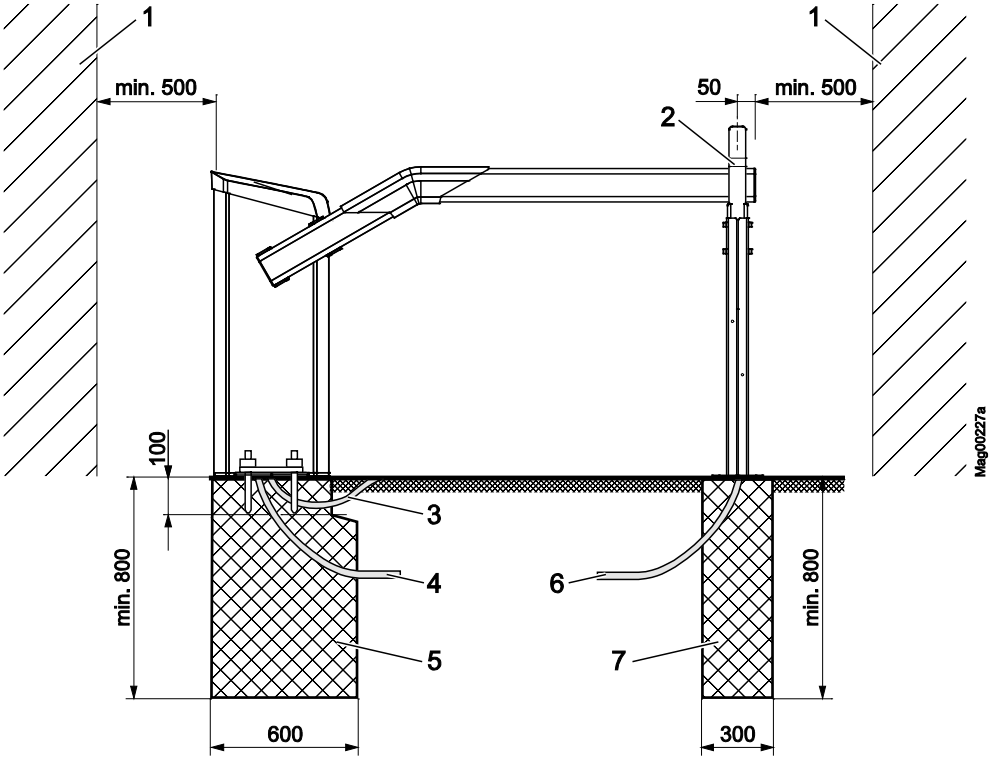
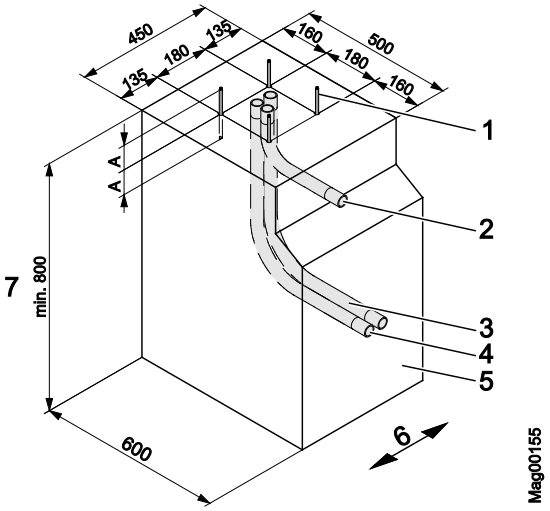
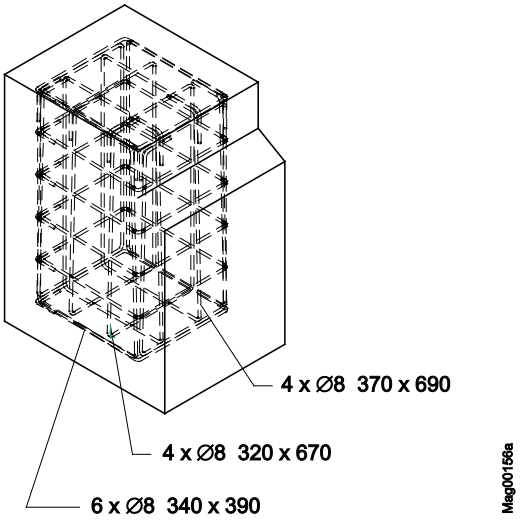
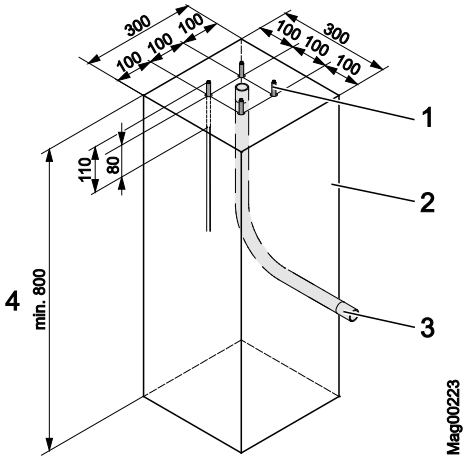

Abb. 13: Montage Schrankenanlage, hier dargestellt für Schrankentyp "Access/Parking" (Maße in mm)
Abb. 14: Fundamentplan (Maße in mm)
Abb. 15: Armierungsgeflecht (Maße in mm)
Abb. 17: Fundamentplan Auflagepfosten und Lichtschrankenpfosten (Maße in mm)
- Schrankenanlage gemäß Abb. 13 montieren und installieren.
- Zwischen der Schrankenbaumspitze und anderen Objekten wie Wände, Mauern oder Häuser einen Sicherheitsabstand von mindestens 500 mm einhalten. → Siehe Seite 51, Abb. 13.
→ Siehe Seite 51, Abb. 13 bis Seite 53, Abb. 15.
→ Siehe Seite 53, Abb. 14.
1. Fundamentloch gemäß Abb. 13 und Abb. 14 ausheben.
2. Armierungsgeflecht gemäß Abb. 15 im Fundamentloch verlegen.
3. Leerrohre gemäß Abb. 14 im Fundamentloch verlegen.
5. Fundament mit Beton gemäß Abb. 14 ausbetonieren.
→ Siehe Seite 51, Abb. 13.
1. Fundamentloch gemäß Abb. 13 und Abb. 17 ausheben.
2. Leerrohr gemäß Abb. 17 im Fundamentloch verlegen.
4. Fundament mit Beton gemäß Abb. 17 ausbetonieren.